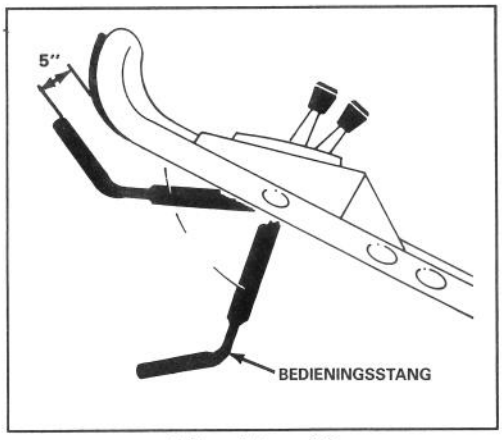

Afbeelding 13
2. De stuurhendel in de laagste stand duwen (Afb. 13). Dit ''Vergrendelt'' het mechanisme voor de inwerkstelling van het mes.
6. De stuurhendel naar de laagste stand duwen en het mechanisme vergrendelen (Afb. 13).
7. De stuurhendel langzaam heffen naar een stand waar de graszak begint op te zwellen (ongeveer 13 cm onder hendel) (Afb. 13). Dit betekent dat het mes in werking is en begint te draaien.